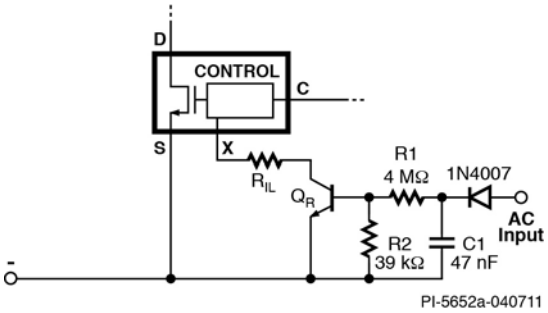

Figure 3 – Optional Fast AC Reset Circuit.
The TOPSwitch-JX family has a fast AC reset function which can be configured on the EXTERNAL CURRENT LIMIT (X) pin (as shown in Figure 3). Should the device stop switching due to a latching OVP fault condition, the circuit connected to the X pin will force I_X to exceed $I_{X(TH)}$ = -27 μA (typical) and reset the latch when the AC input is disconnected or falls below a set threshold value.
In Figure 3, R1, R2 and C1 set the time after AC is removed before the latch is reset. A higher gain BJT Q_R is desirable to allow a higher resistance value for R1 and lower capacitance value for C1, and thus minimize the circuit dissipation.